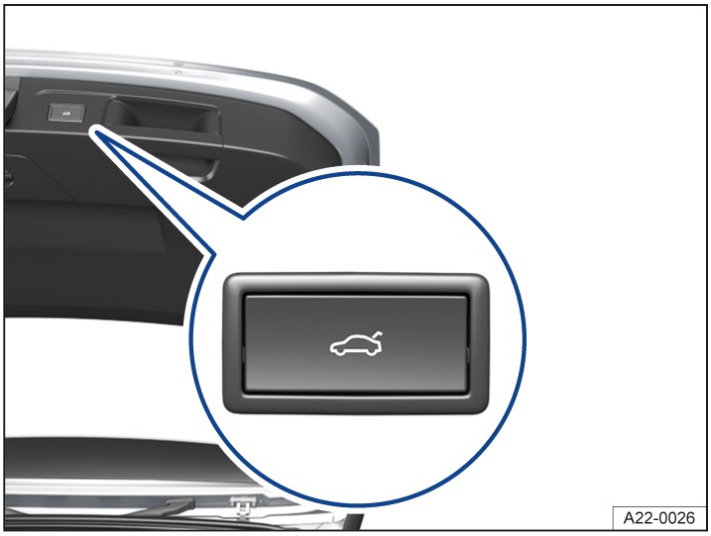

Fig. 1 In the open trunk lid: Button for power closing the trunk lid.
1. Press the button in the trunk lid when it is open→ *fig. 1*.